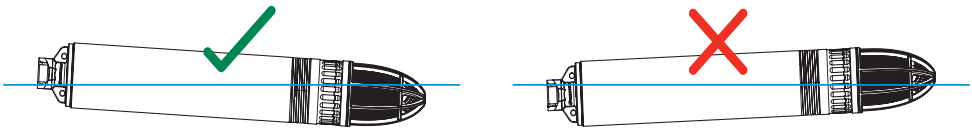

Рисунок 5
- Допускается горизонтальное размещение и эксплуатация насоса. При горизонтальном размещении напорный патрубок не должен быть ниже водозаборной части (рисунок 5).